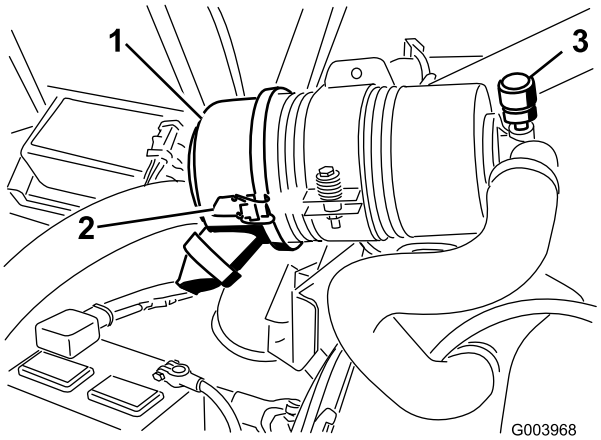

Figur 49
Utför bara service på luftrenarfiltret när serviceindikatorn (Figur 49) anger att det krävs. Om du byter luftfiltret tidigare ökar det risken för att smuts kommer in i motorn när filtret har avlägsnats.
1. Lossa spärrhakarna som fäster luftrenarkåpan på luftrenarhuset (Figur 49).